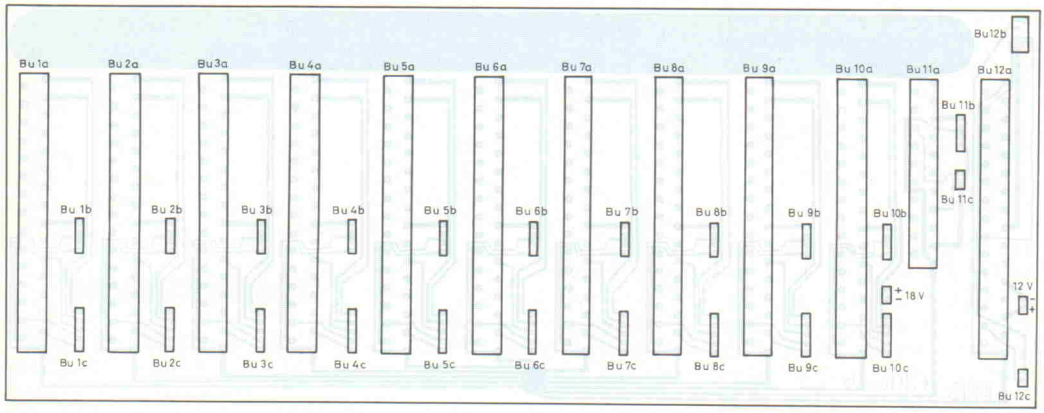

**Bild 14. Der doppelseitig kaschierte NF-Bus trägt bis zu zwölf Module.**
Zum systemgerechten Aufbau und Betrieb der hier beschriebenen NF-Stufen wird nur noch der in Bild 14 gezeigte Audio-Bus benötigt. Er bietet genug Platz für bis zu zehn NF-Eingangsstufen, die Line-Unit und den zuletzt beschriebenen Kopfhörerverstärker. Bei den Vorstufen sind die Eingänge sowie die von den Kontrollstufen stammenden Steuerspannungen auf zwei Stiftleisten herausgeführt. Die obere Stiftleiste ist mit den Eingängen folgendermaßen zu verbinden: rechts (1), Masse (2,3), links (4). Auf der unteren Reihe liegen die Steuerspannungs-Eingänge: Phones rechts (1), Lautstärke rechts (2), NF-Ausgang links zur Erzeugung des SI-Signals (3), Phones links (4), Lautstärke links (5).